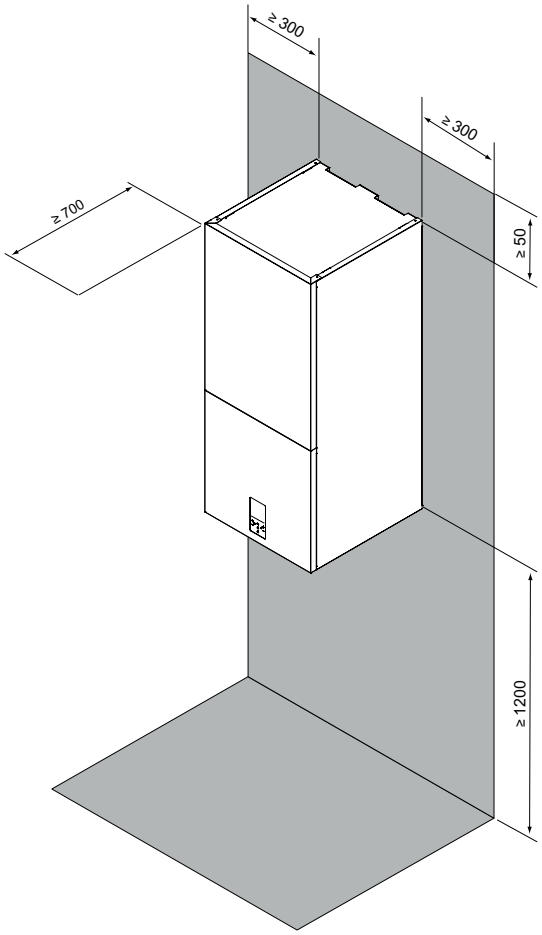

fig. 9 - minimale gebruiksruimte voor de binnenunit
- De ruimte rond het toestel is voldoende voor onderhoud, zie fig. 9.